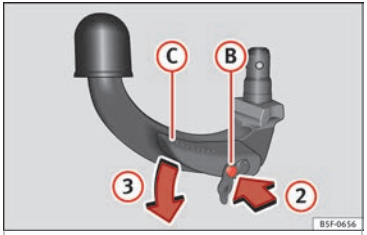

Fig. 215 Paso 2
- Presione el perno de desbloqueo (B) el sentido de la flecha (2) y al mismo tiempo presione la palanca (C) el sentido de la flecha (3) hasta el tope ››› fig. 215.